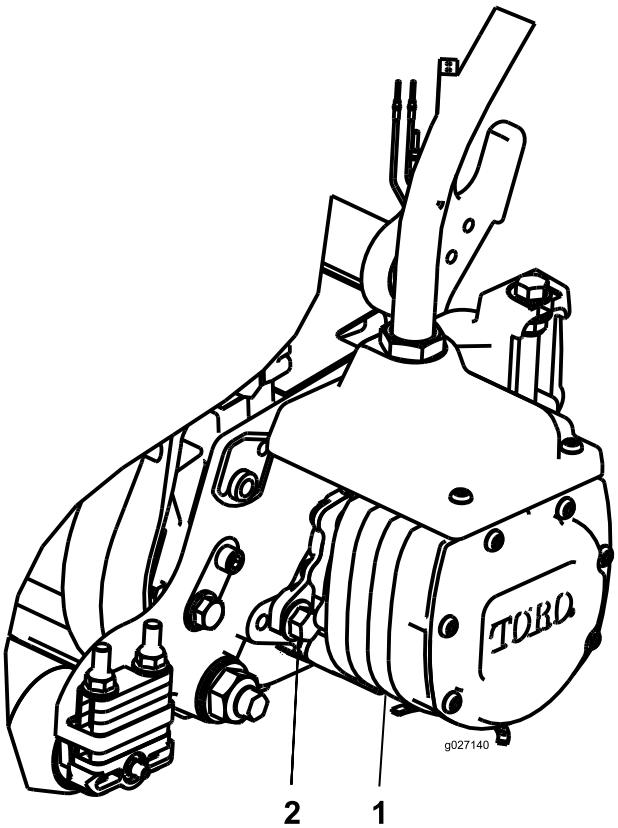

Figuur 11
14. Plaats de motor door deze rechtsom te draaien zodat de flenzen van motor loskomen van de bouten (Figuur 11). Draai de motor linksom totdat de flenzen om de bouten zitten en draai vervolgens de bouten vast.